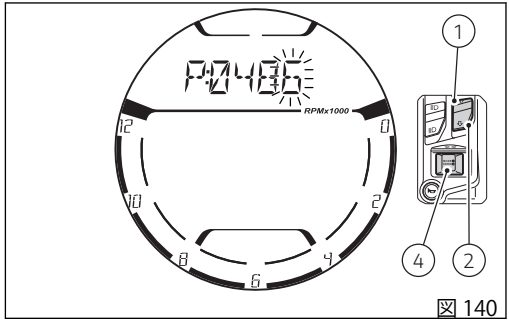
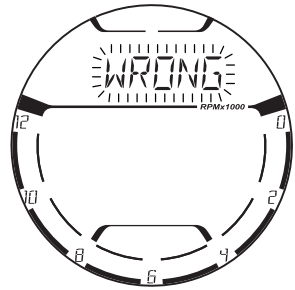

図 140
図 141
ボタン (4) を押して 1 桁目の数字を確定すると、自動的に次の桁の設定に移ります。同じ手順で 4 桁目まで設定します (図 140)。
4桁全ての数字を設定してボタン(4)を押すと(図140)、インストルメントパネルは入力されたPIN CODEが保存されているPIN CODEと一致するか照合します。PIN CODEが一致しない場合は、"WRONG"の文字がディスプレイに3秒間点滅表示されます(図141)。